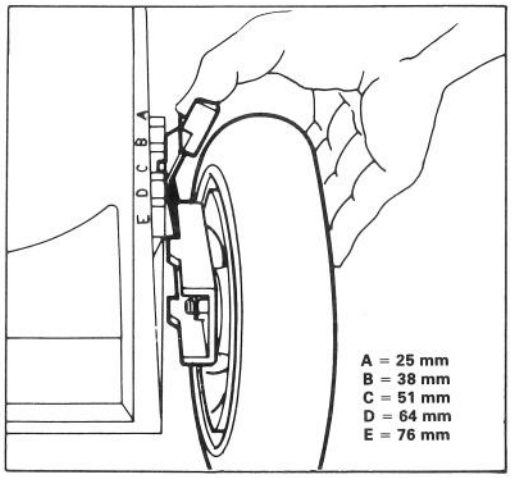

Afbeelding 10
De vijf letters gegraveerd in de huizing geven elke een toenemende graad van afstelling aan (Afb. 10).
2. Licht de huizing op, zodat het wiel van de grond is en u de hoogte gemakkelijker kunt afstellen. Druk de afstellingshefboom naar het wiel toe en zet hem op de gewenste stand (Afb. 10). Zorg ervoor dat de hefboom bij het afstellen in de inkepingen van de huizing valt. Stel alle wielen op dezelfde hoogte af.